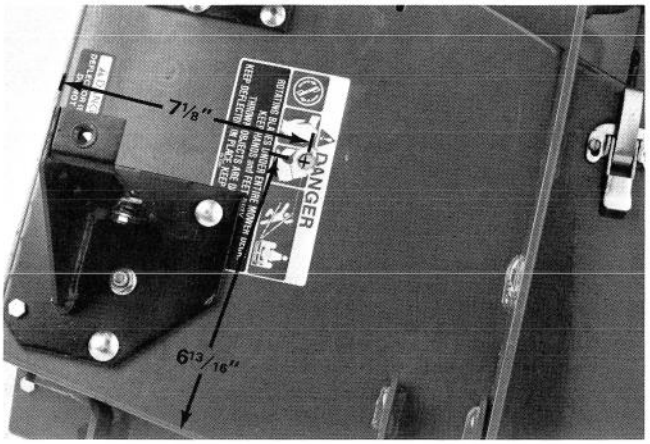

Figure 13
1. Using dimensions shown in figure 13, locate and drill a 13/32" dia. hole in deck.